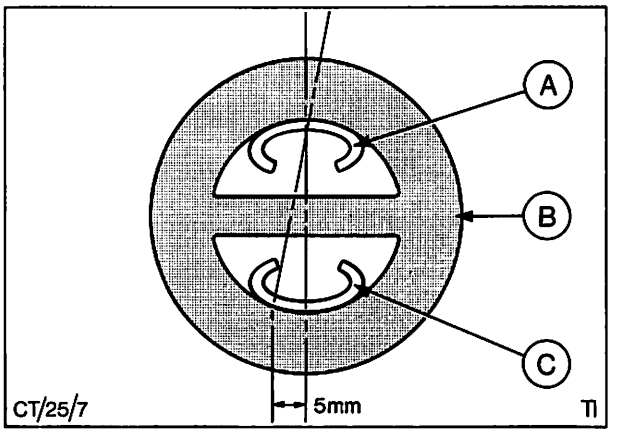

Abb. 20 A = Auspuffhalter an Bodengruppe
10. Auspuffanlage ausrichten. Darauf achten, daß die Gummi-Stegschlaufen nicht verspannt sind, Abb. 20. Zwischen der Anlage und der Bodengruppe Mindestabstand von 20 mm halten. Außerdem auf richtigen Sitz der Vorderrohre an den Auspuffkrümmern achten.